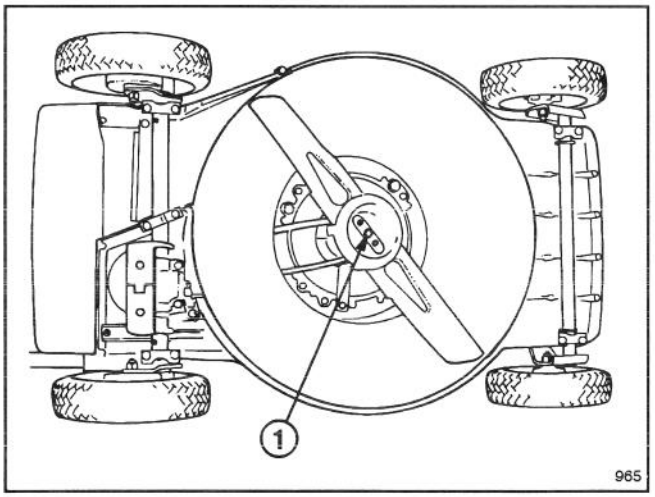

Figure 21
3. Tip mower on its left side (Fig. 21). Avoid rotating blade as starting problems may result.
5. REMOVING BLADE—Grasp end of blade using a rag or thickly padded glove. Remove blade bolt, lockwasher, anti-scalp cup, and blade (Fig. 21 & 23).